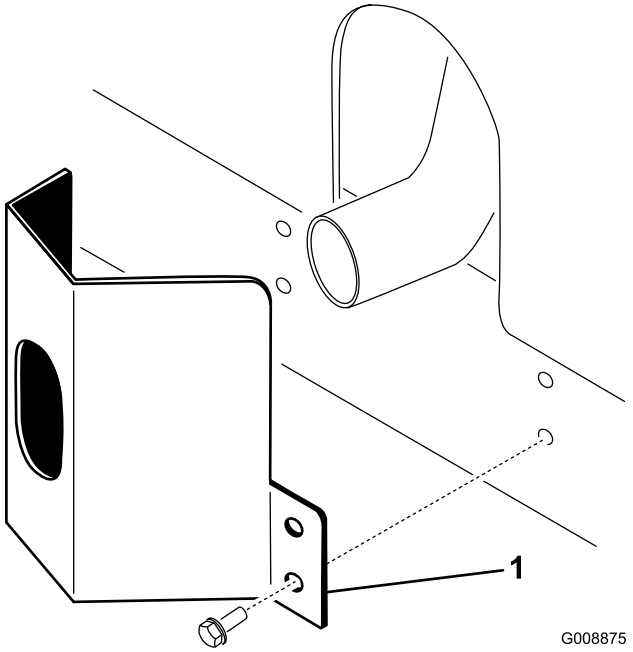

**Figur 10**
1. Placera avgasskyddet runt ljuddämparen och passa in monteringshålen mot hålen i ramen (Figur 10).
2. Fäst avgasskyddet vid ramen med fyra självgängande skruvar (Figur 10).